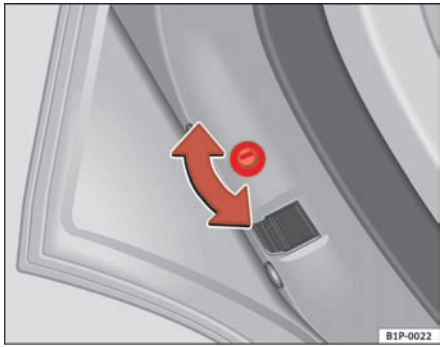
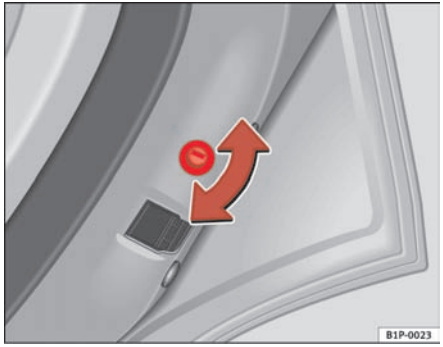

Fig. 60 Child safety lock on the left hand side door
Fig. 61 Child safety lock on the right hand side door
– With the door open, rotate the groove in the door using the ignition key, clockwise for the left hand side doors, and anti-clockwise for the right hand side doors ⇒ fig. 60, ⇒ fig. 61.
– With the door open, rotate the groove in the door using the ignition key clockwise for the right hand side doors and anti-clockwise for the left hand side doors ⇒ fig. 60, ⇒ fig. 61.